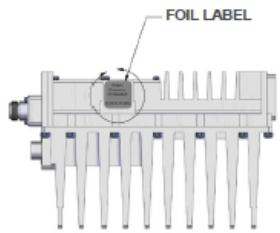

FIGURE 2
2. Remove the Sealing Screw (Figure 2) using a 5mm Hex Wrench. Loosen the screw by rotating the wrench counter clock-wise. Set the screw aside.
3. There is a Sealing O-Ring (Figure 2) seated in a groove on the BUC to prevent moisture and contaminants from entering the housing. IMPORTANT: Do not lose or damage the O-Ring. Carefully remove the O-Ring and set it aside with the screw.